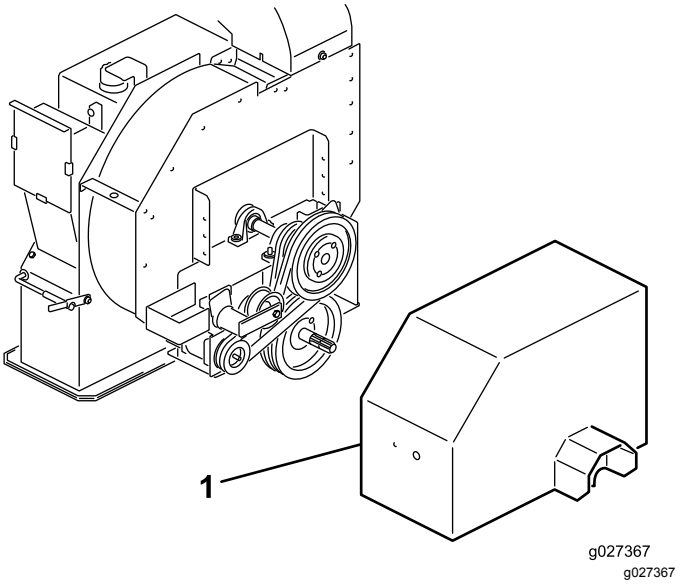

Figura 12
1. Retire el protector de la transmisión de las poleas (Figura 12).
1. Afloje los pernos y las tuercas que fijan el protector de la transmisión al alojamiento del impulsor (Figura 12) y retire el protector.
2. En la parte de atrás del bastidor, afloje el perno que fija el tensor de la correa al bastidor (Figura 12).